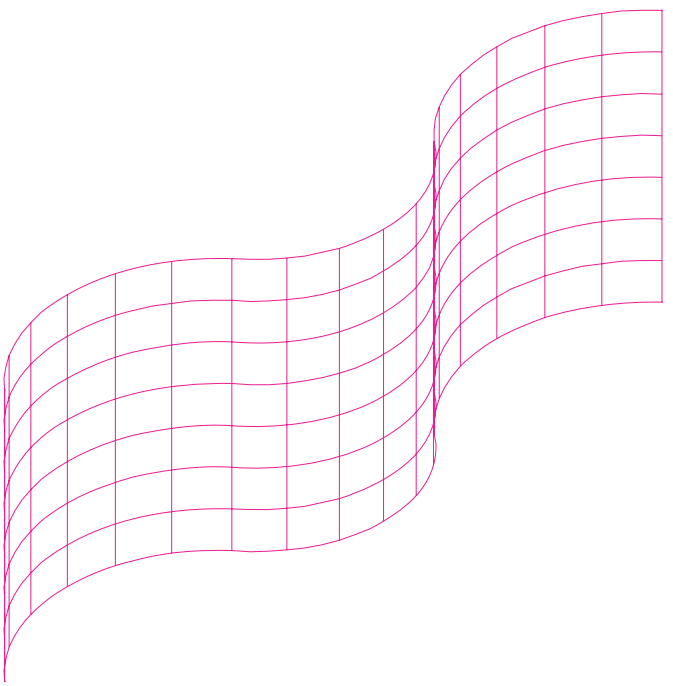

Fig. 15.40 First example – **3D Surface**
As mentioned on page 199 surfaces can be formed using the **Extrude** tool on lines and polylines. Two examples are given below in Figures 15.40 and 15.42.
First example – 3D Surface (Fig. 15.40)
2. In the **Southwest Isometric** view, call the **Extrude** tool from the **3D Make** control panel and extrude the polyline to a height of **80**. The result is shown in Fig. 15.40.